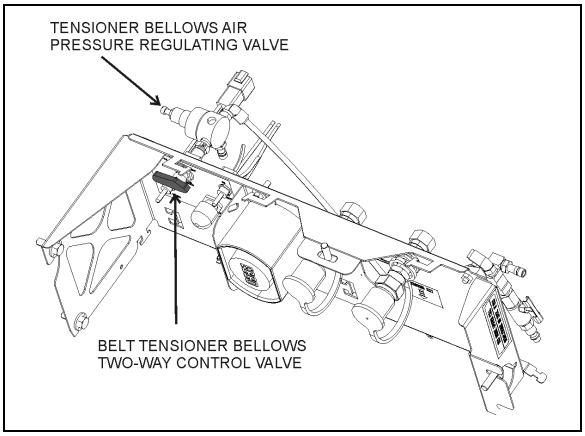

FIGURE 39: BELT TENSIONER CONTROL VALVE - H3 SERIES 12219
2. For vehicles equipped with a 3rd alternator, belt tensioning is also applied through air bellows (Figure 37). Turn the belt tensioner two-way control valve counterclockwise to release bellows pressure (Figure 39).
For H3 series vehicles equipped with a 3rd alternator, (Figure 37) belt tensioning is also applied through air bellows which is adjusted by an air pressure regulating valve pressure (Figure 39). The correct pressure of 45 psi is set at the factory. Periodically verify the pressure at the regulating valve using a pressure gauge and correct if required.
Belt tensioning is applied through air bellows which are adjusted by an air pressure regulating valve (Figure 39). The correct pressure of 45 psi.is set at the factory. Periodically verify the pressure at the regulating valve using a pressure gauge and correct if necessary.